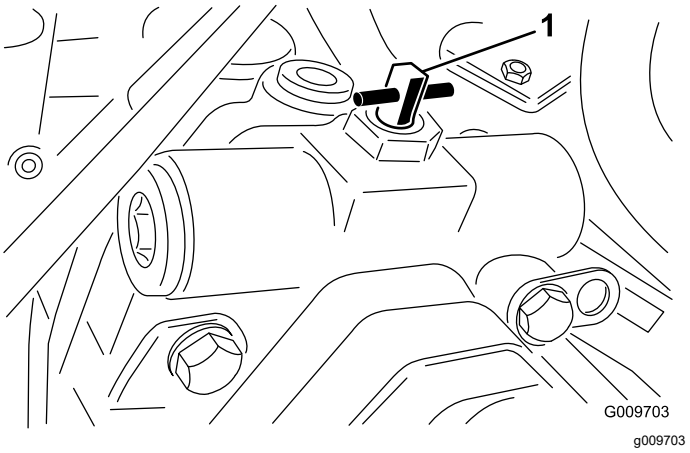

**Рисунок 77**
3. Поверните перепускной клапан на 90° (¼ оборота) в любом направлении, чтобы открыть его и обеспечить внутренний перепуск масла (Рисунок 77).
2. Поверните перепускной клапан на 90° (¼ оборота) в любом направлении, чтобы открыть его и обеспечить внутренний перепуск масла (Рисунок 77).